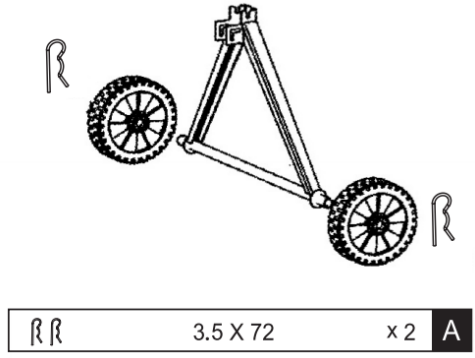

Рисунок 2. Схема встановлення коліс.
1. Встановити колеса на шасі та надійно зафіксувати, відігнувши кінці шплінтів (рис. 2).